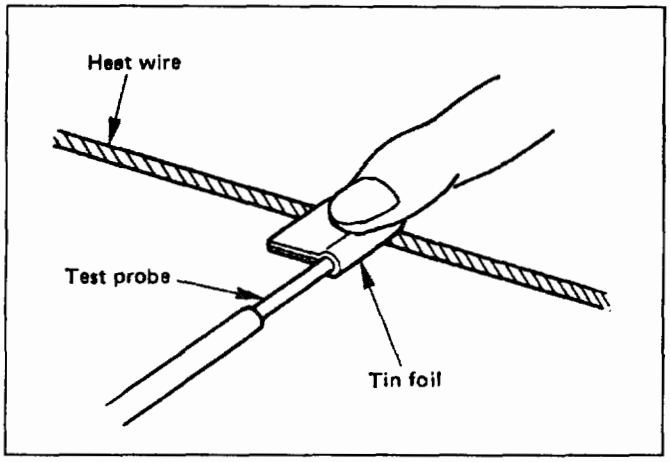

Fig. 8-129
- When measuring voltage, wind a piece of tin foil around the tip of the negative probe and press the foil against the wire with your finger (Fig. 8-129).